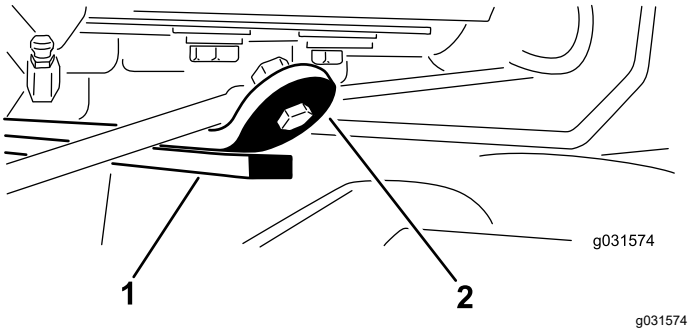

Figur 15
3. Starta motorn, höj klippenheterna och kontrollera att spelet mellan slitremmen överst på den bakre klippenhetens slitstång och stötdämparremmen är 0,51–2,54 mm. Se Figur 15.